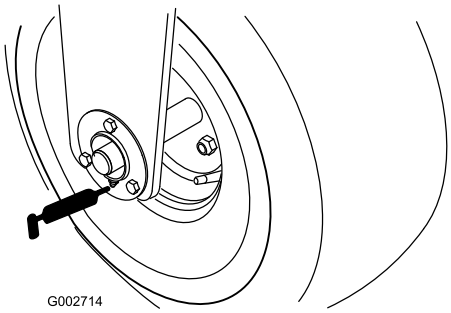

**Figur 21**
- Framhjulslagret (1) (Figur 21)